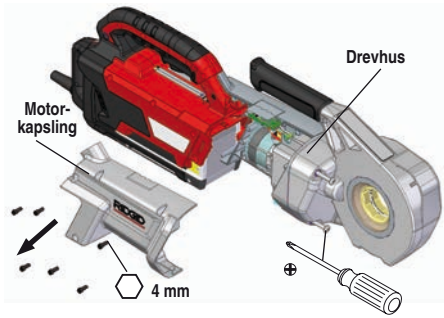

**Figur 2 – Fjerning av motorkapslingen**
2. Fjern alle skruene fra motorkapslingen. Skru ut de to skruene på girhuset. Fjern motorkapslingen. *Se figur 2.*